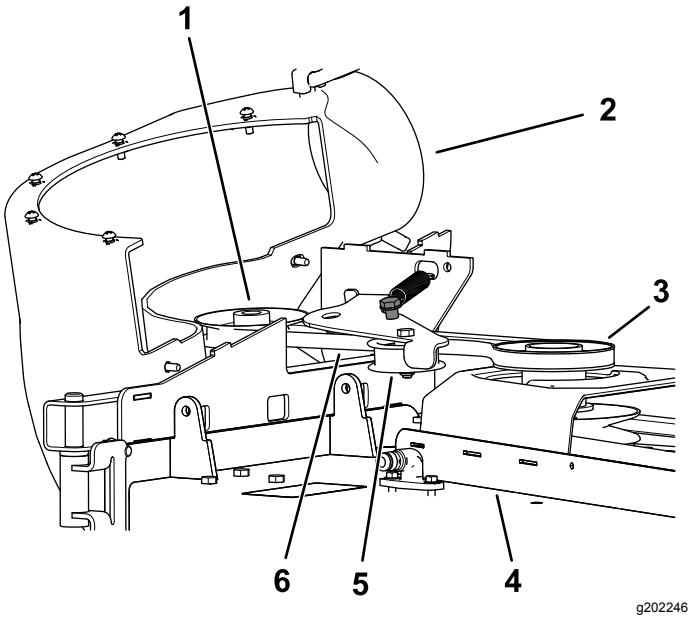

Figur 35
2. Trekk den fjærbelastede lederullen bakover slik at remspenningen løsner (Figur 35).
6. Fest den nye remmen rundt vifteremskivene (Figur 35).
8. Fest den nye remmen rundt vifteremskiven (Figur 35).
9. Skyv den fjærbelastede lederullen bakover, og fest remmen til den fjærbelastede lederullen (Figur 35).